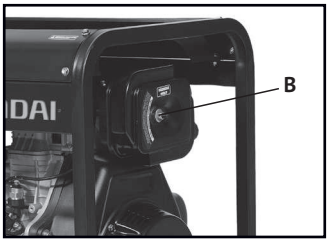

Рис. 15
- Открутите винт на крышке воздушного фильтра (рис.15, **B**).